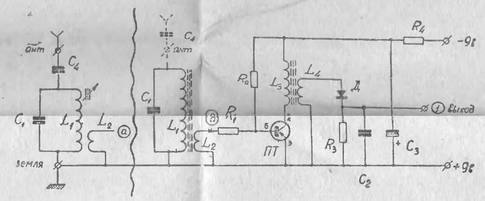

Рис. 7. Принципиальная схема приемника для переносного радиоузла
В качестве приемника для переносного радиоузла можно использовать любой радиолюбительский приемник, имеющий магнитную (ферритовую) или наружную антенну. Можно рекомендовать следующие схемы приемников: «Москва» (журнал «Радио» № 11, 1959 год, стр. 41—42), «Спутник» (В. Е. Зотов, «Радиолюбительские карманные приемники на транзисторах», 1961 год) и «Малыш» (М. М. Румянцев, «Любительский карманный приемник «Малыш», 1961 год). Для тех, кто не сможет найти описания этих приемников, даем описание простейшего приемника с фиксированной настройкой на одну станцию. Принципиальная схема приемника показана на рис. 7. Конструктивно он объединен с предварительным усилителем низкой частоты. В зависимости от расположения радиоузла и радиостанции он может работать или с магнитной антенной (близкорасположенная мощная радиостанция) или с наружной антенной (дальняя станция). В первом случае параметры магнитной антенны подберите, меняя число витков и емкость постоянного конденсатора C_1, во втором случае подстройку произведите изменением положения магнитного резьбового сердечника контурной катушки. Чувствительность такого приемника весьма невелика, но ее достаточно, чтобы раскачать предварительный усилитель. Данные деталей: C_1 подбираются экспериментально по параметрам катушки и длине волны радиостанции. Он должен быть слюдяной или керамический, C_2 от 3300 до 10 000 пф любого типа. C_3 5—20 мкф, электролитический, на рабочее напряжение не меньше 8 вольт. C_4 от 50 до 150 пф керамический или слюдяной. Параметры контура с катушкой или магнитной (справа от волнистой черты) антенной можно взять из приложения № 10 (100). Транзистор ПТ типа П401—403 или П414. Диод типа Д1 или Д9 с любой буквой. Сердечник для катушек L_3 и L_4 в виде кольца из феррита Ф1000 с наружным диаметром 8—12 мм. В катушке L_3 60—80 витков, а в катушке L_4 — 200—240 витков провода ПЭ или ПЭЛ диаметром 0,1—0,3 мм. Все сопротивления могут быть типа УЛМ или МЛТ. R_1 от 100 до 1000 ом (подбирается при регулировке) R_2 200—300 ком, R_3 2,7—6,2 ком, R_4 от 2 до 4,7 ком.